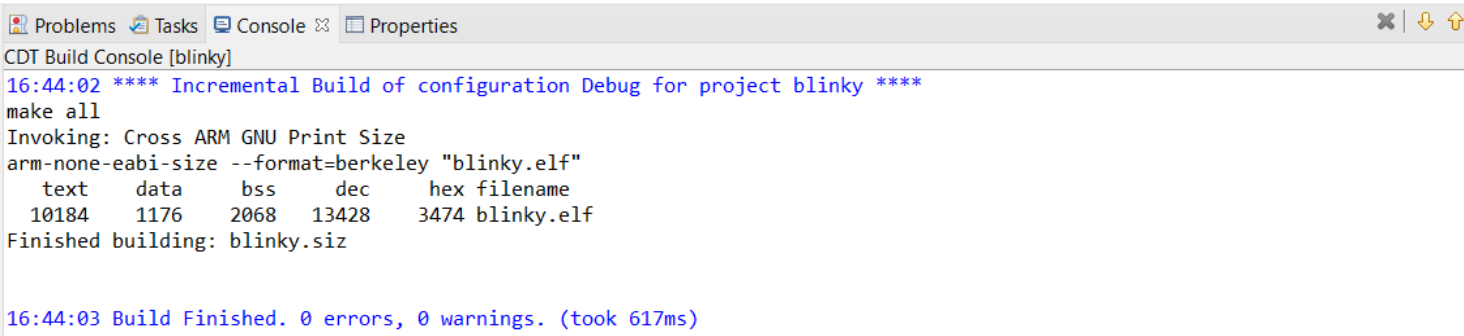

Figure 10. Example of Build Output
2. When the build is running, the output of the build is shown in the onsemi IDE C/C++ Development Tooling (CDT) Build Console, as illustrated in the "Example of Build Output" figure (Figure 10).